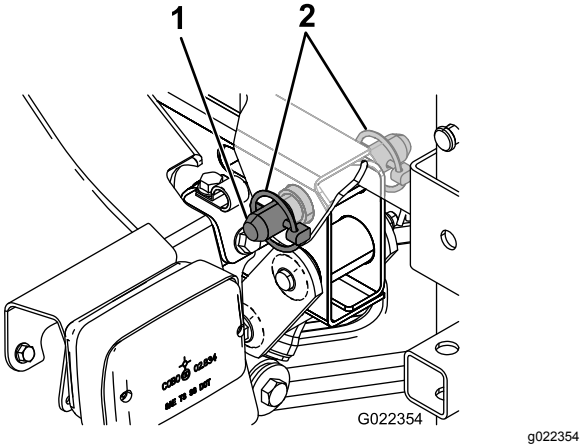

Figur 10
5. Ret hullerne i drejelåsemøtrikkerne bagest på tankplatformen ind efter hullerne i ladets drejerør ved enden af køretøjets stel (Figur 10).
6. Monter en konisk gaffelbolt og to ringstifter på drejelåsen for at fastgøre tankenheden til stellet (Figur 10).